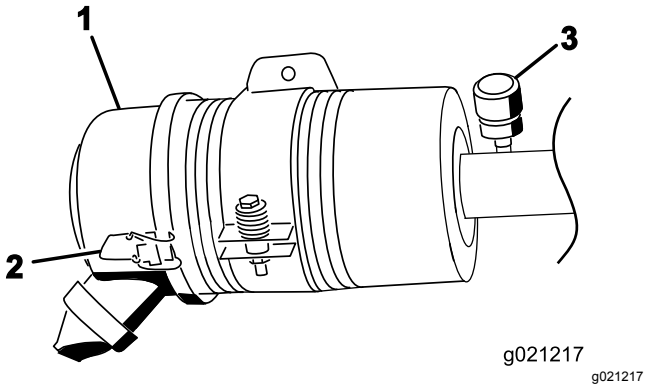

Figur 83
Efterse kun luftfilteret, når serviceindikatoren viser, at det er nødvendigt (Figur 83). Hvis du udskifter luftfilteret, før det er nødvendigt, øger du blot risikoen for, at der kommer snavs ind i motoren, når filteret afmonteres.
2. Åbn låsene, der fastgør luftfilterdækslet til luftfilterhuset (Figur 83).